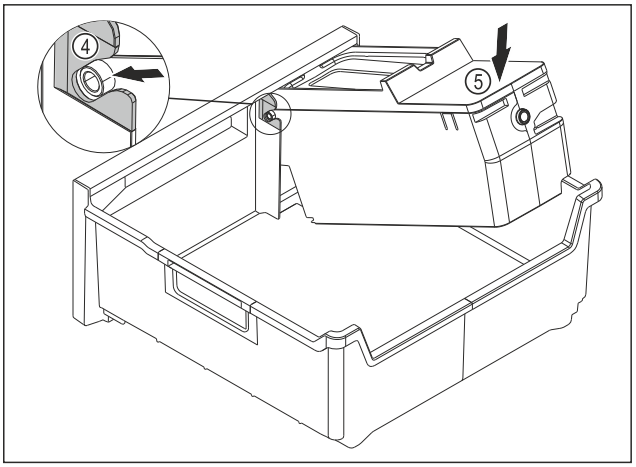

Fig. 167
▶ Installing the EasyTwist-Ice body: Insert the axes of the EasyTwist-Ice body into the guides *Fig. 167 (4)*.
▶ Press down the EasyTwist-Ice body *Fig. 167 (5)* at the rear.